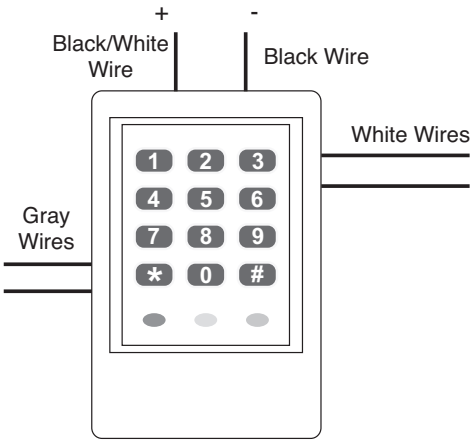

Fig. 2
1. Connect a 12VDC supply to the power terminals of the keypad. Observe proper polarity as illustrated in Fig.2
2. Connect the device to be controlled by the keypad to the relay terminals of the keypad. These terminals can operate as a N/O or N/C relay or a 12VDC powered output. See connection diagram in Fig. 2. The Relay terminals operate as a SPST relay by default, if a 12VDC powered output is desired see Fig. 9 for details.